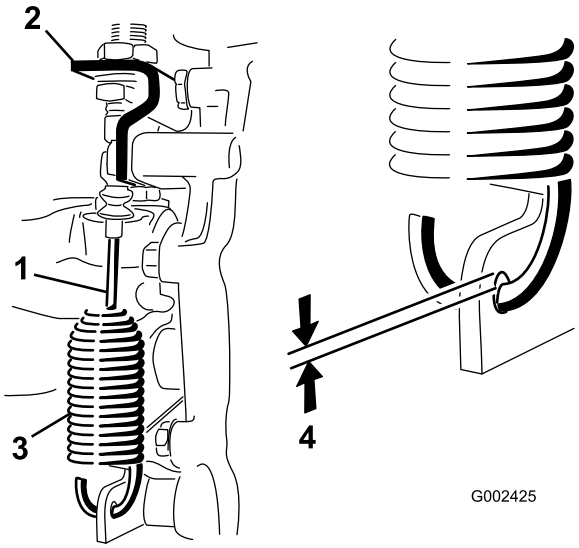

Rysunek 53
2. Odkręć przeciwnakrętki mocujące linkę blokady mechanizmu różnicowego do wspornika na skrzyni biegów (Rysunek 53).